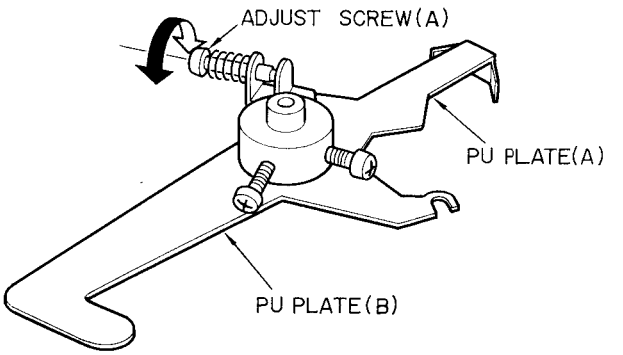
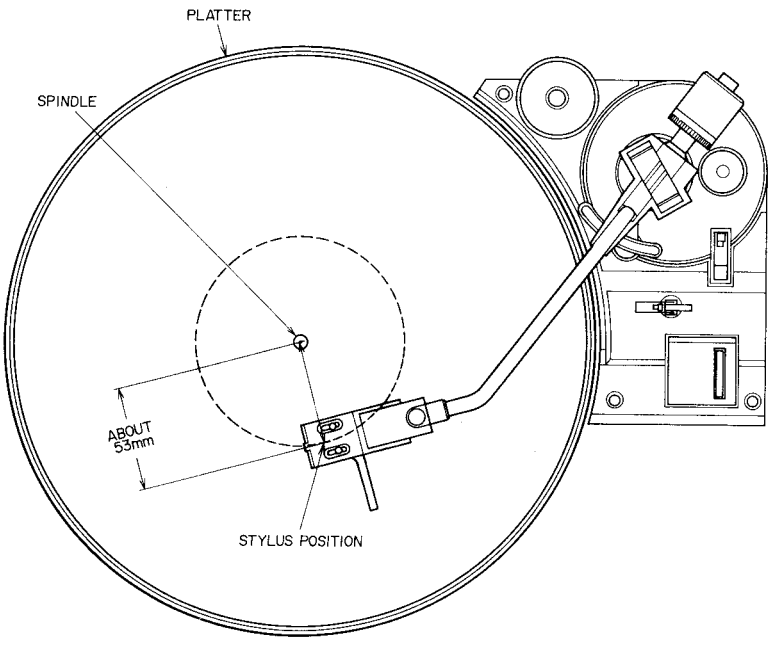

Fig. 5
Fig. 4
3) With your fingers, slowly move the Tone Arm towards the center of the platter and set the adjust screw shown in Fig. 5 so that return operation begins when the stylus is about 53 mm from the spindle. (See Fig. 4)